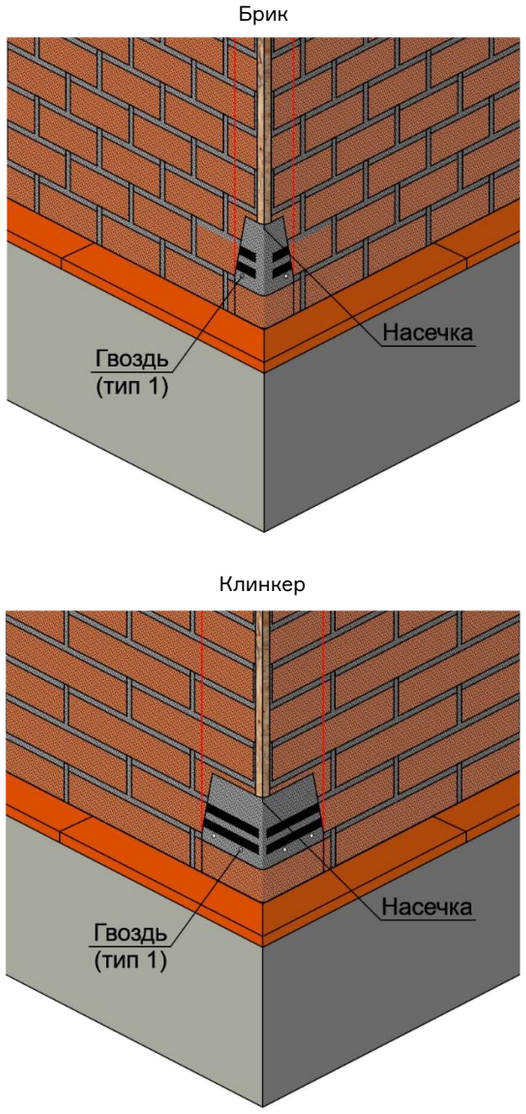

Рис. 20. Фиксация нижнего углового элемента.
8.2.9 Далее необходимо загнуть края углового элемента таким образом, чтобы они совпадали с размеченными границами (рис. 20). Каждый угловой элемент фиксируется 2 гвоздями (тип 1, таблица №1) – по 1 гвоздю с каждой стороны угла. Центр гвоздя должен совпадать с границей нижней клеевой полосы углового элемента.